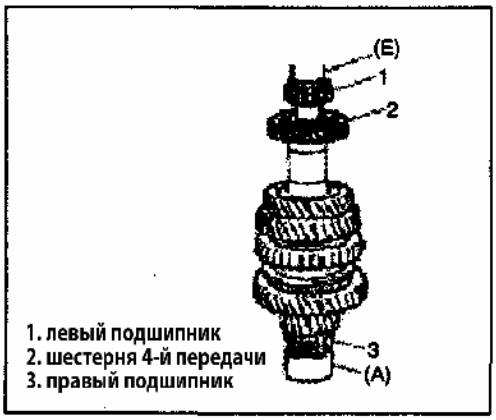

Рис. 388
10) Установите шестерню 4-й передачи как описано выше (Рис. 388).